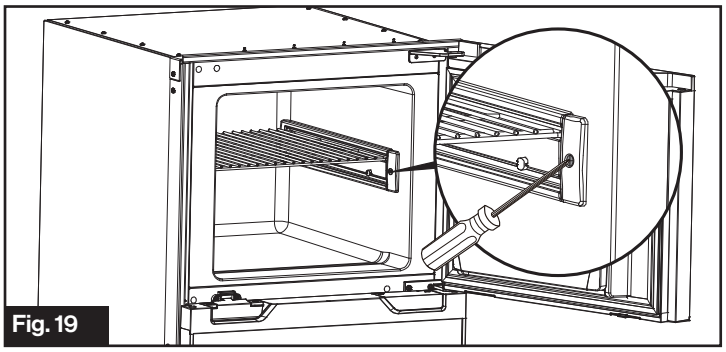

Fig. 19
3. Afloje el tornillo de fijación con un destornillador Phillips. (Fig. 19)